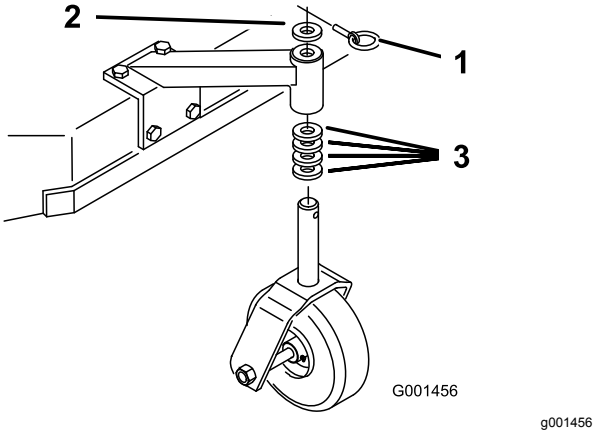

Figur 17
1. Justera svänghjulens distansbrickor så att de passar det valda axelhålet (Figur 17), se Klipphöjdsschema (sida 19).
2. Avlägsna låssprinten, för av svänghjulet från stödet och byt distansbrickorna (Figur 17).
3. Montera svänghjulet i stödet och montera låssprinten (Figur 17).